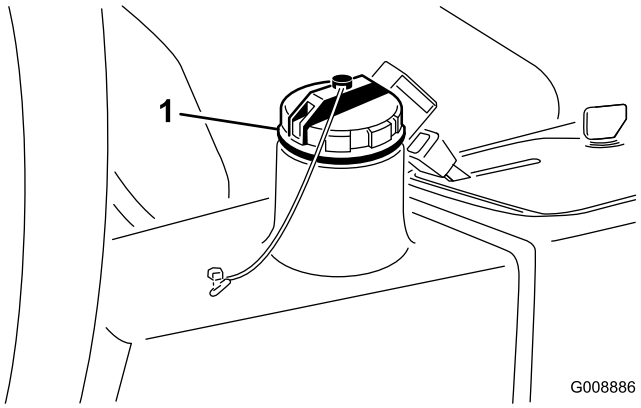

Figur 30
2. Rengør området omkring påfyldningsstudsen og hydrauliktankens dæksel (Figur 30). Fjern dækslet.